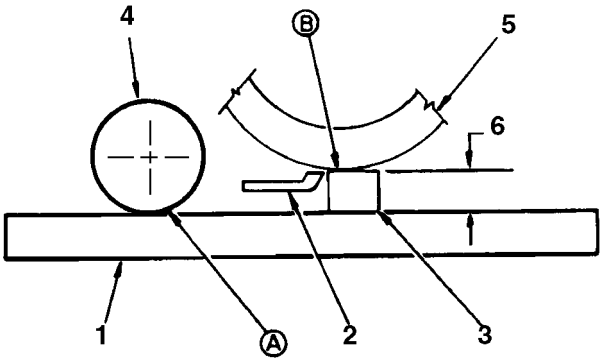

Bild 4
- Ein 70 cm langes Flacheisen (Bild 4), das ungefähr 3 mm dicker als die gewünschte Schnitthöhe ist, unter die Spindel einführen und gegen die Schnittkante des Untermessers (Bild 4) stellen. Die Spindel (nicht das Untermesser) muß über ihre gesamte Länge mit dem Flacheisen Kontakt haben.
E. Ein Flacheisen (Bild 4) von 70 cm Länge und Dicke gleich der gewünschten Schnitthöhe unter die gesamte Länge der Spindel neben dem Untermesser einführen.